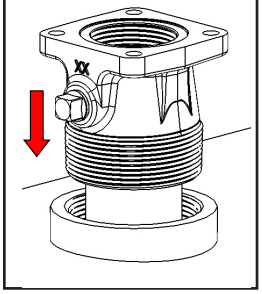

Figure 3
3. Mount the pump on the adapter; making sure the seal and screen are installed as shown (Figure 3).